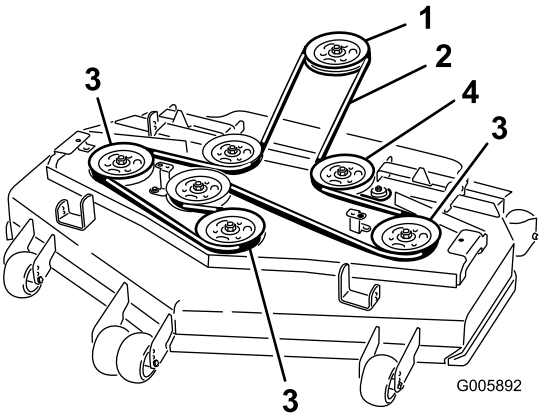

**Figuur 60**
6. Leg de nieuwe riem rond de poelies (Figuur 60).